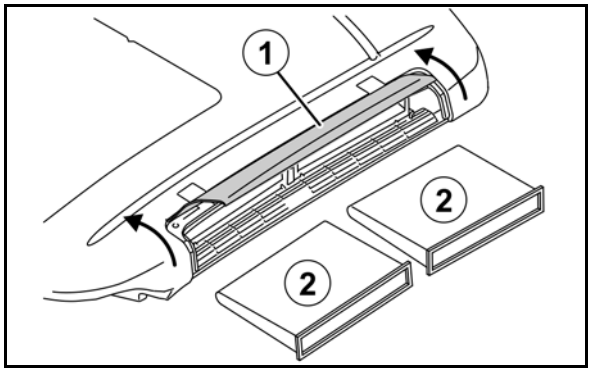

Rys. 163
1. Otworzyć osłonę (Rys. 163/1) na kabinie dachu z lewej strony.
2. Odblokować, wyjąć i wymienić filtr (Rys. 163/2).